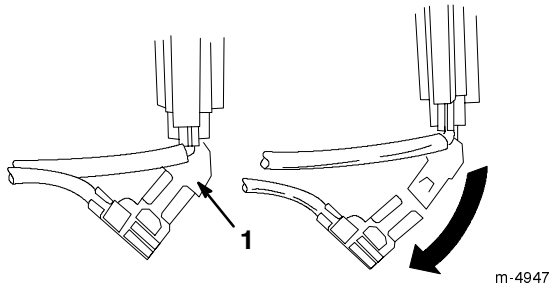

Figur 22
6. Lossa den gröna jordningskabelklämman under gasen (figur 22).